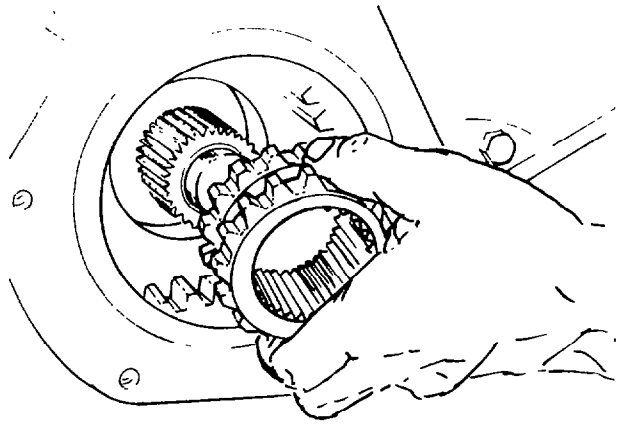

Fig. 210 — Installing Fourth/Fifth Gear Sliding Clutch
y. Install the fourth/fifth gear sliding clutch and engage with fourth gear (see fig. 210).